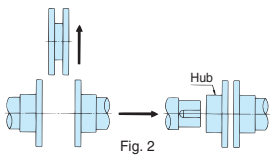

Fig. 2
2. Loosen the set bolt that fastens the hub, and then slide the hub off to remove it. (Fig. 2)